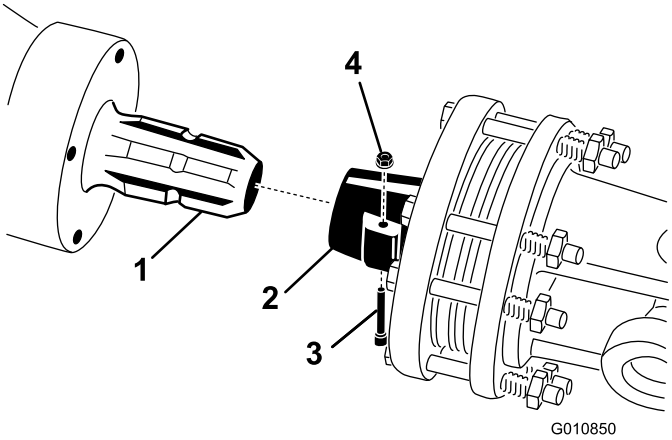

Figur 19
1. Fjern tappen og mutteren fra kraftuttaksakselen (Figur 19).
2. Koble clutchenden på kraftuttaksakselen til den inngående akselen på luftemaskinens girkasse, ved hjelp av tappen og mutteren som du fjernet tidligere (Figur 19). Det er kun én måte å sette inn stiften på.